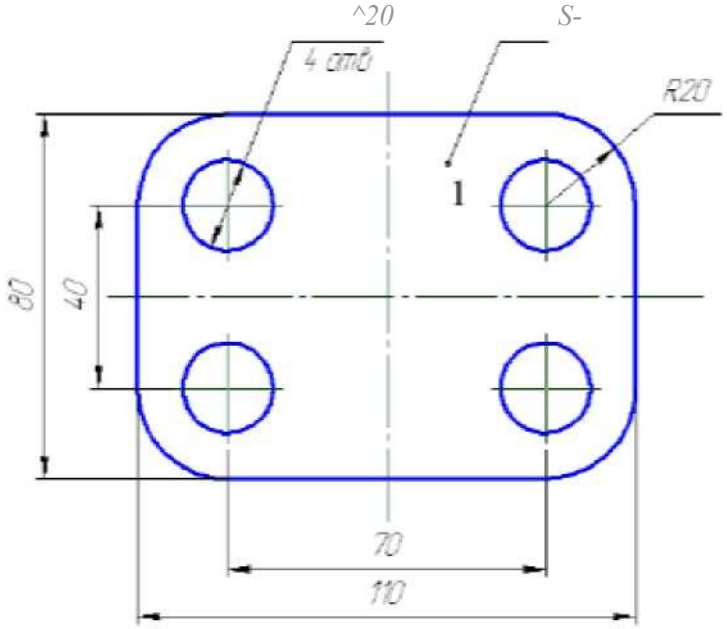

Рис.7. Нанесение размеров
6. Закончите оформление чертежа, проставив в нем необходимые размеры. На экране курсором помечены объекты для простановки размеров путем указания базовых объектов. Точками помечены размеры, которые нужно построить указанием базовых точек (рис.7).
7. Проставьте обозначение толщины детали: включите кнопку Линия-выноска на странице Размеры и технологические обозначения. Щелкните в точке 1 (рис. 7) - с